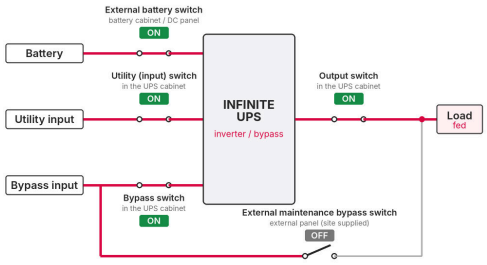

FIGURE 6-2 Step 6: output switch ON — normal operation
6. Close the **output switch** (Figure 6-2).
4. When the bypass indicator is green, open the **external maintenance bypass switch** (Figure 6-2).